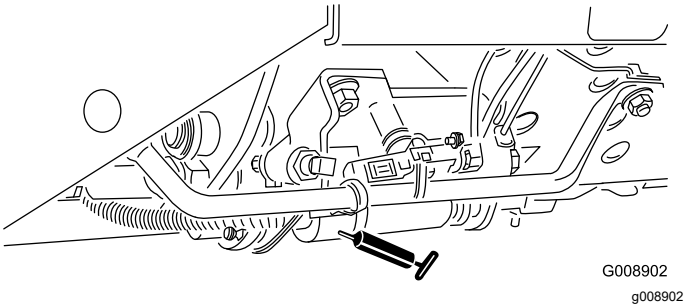

Rysunek 53
- Suwak koszenie/transport (Rysunek 53)